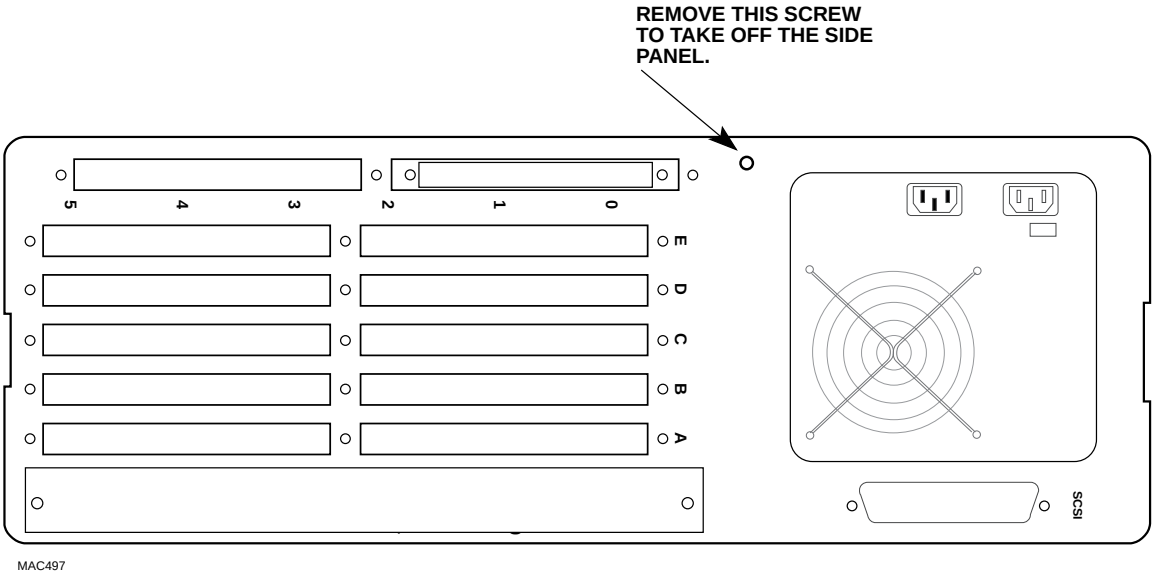

Figure 3
5. There is one final screw holding the side panel in place. This screw is located on the rear panel as shown in Figure 3.